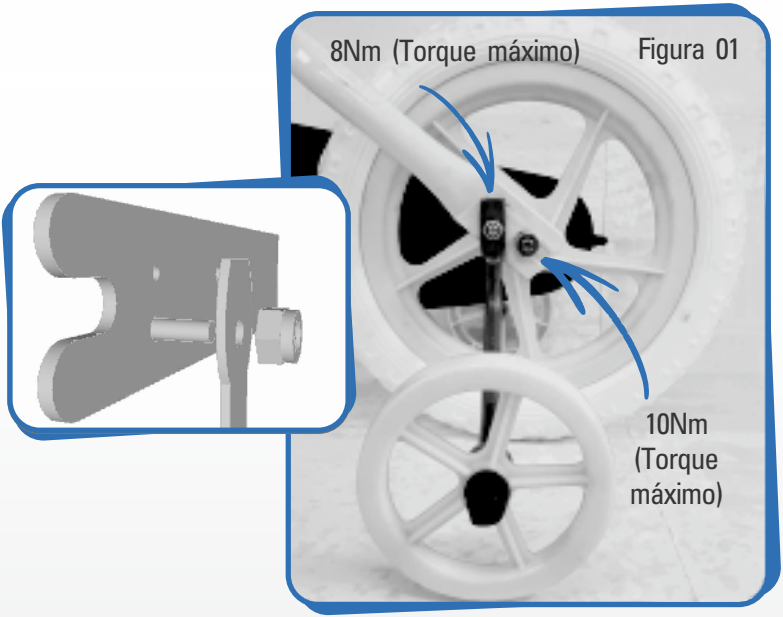

Figura 01
- Montar conforme Figura 01, utilizando duas chaves 11mm para parafusos e porcas das rodinhas laterais;